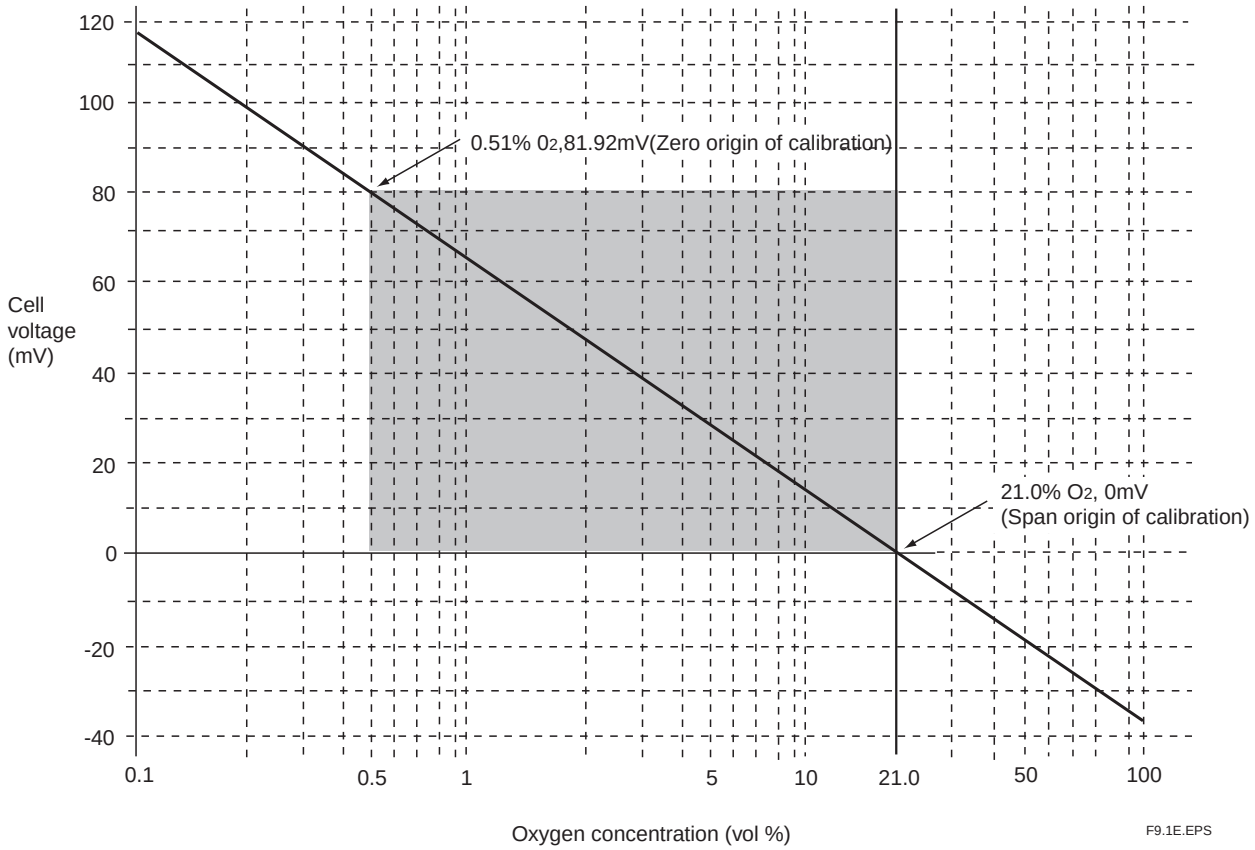

Figure 9.1 Oxygen concentration in a Measurement Gas vs Cell Voltage (21% O_2 Equivalent)
With this analyzer, the sensor (zirconia element) is heated up to 750° C, so Equation (2) is valid. At that point, the relationship as in Figure 9.1 is effected between the oxygen concentration of the measurement gas in contact with the positive electrode and the electromotive force of the sensor (= cell), where a comparison gas of air is used on the negative electrode side.